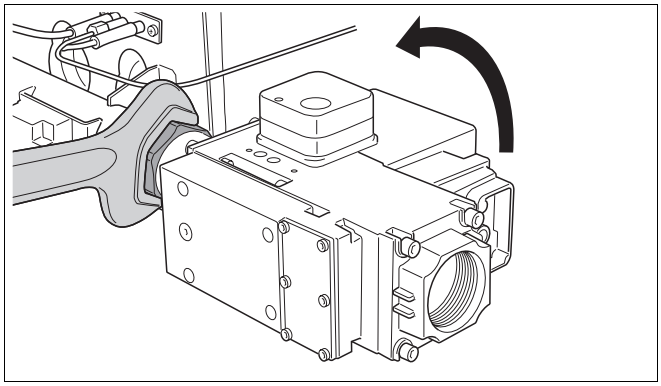

Rys. 42 Odkręcenie i przekręcenie armatury gazowej
- Poluzować śrubunek między armaturą gazową i palnikiem gazowym (rys. 42).
- Ustawić armaturę gazową we właściwej pozycji (rys. 42).